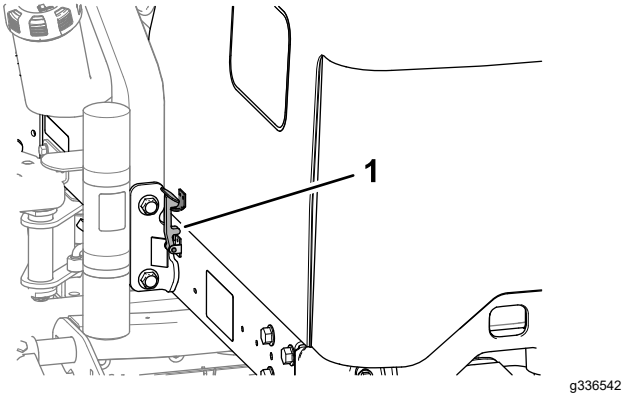

Rysunek 57
2. Otwórz maskę do góry i do tyłu (Rysunek 57).